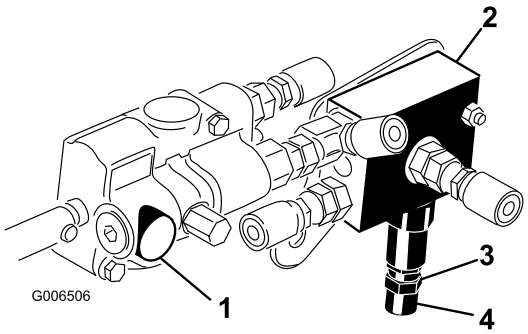

**Figur 13**
3. Løsn kontramøtrikken nederst på kontravægtsventilen (Figur 13). Ventilen er placeret på højre side af maskinen.